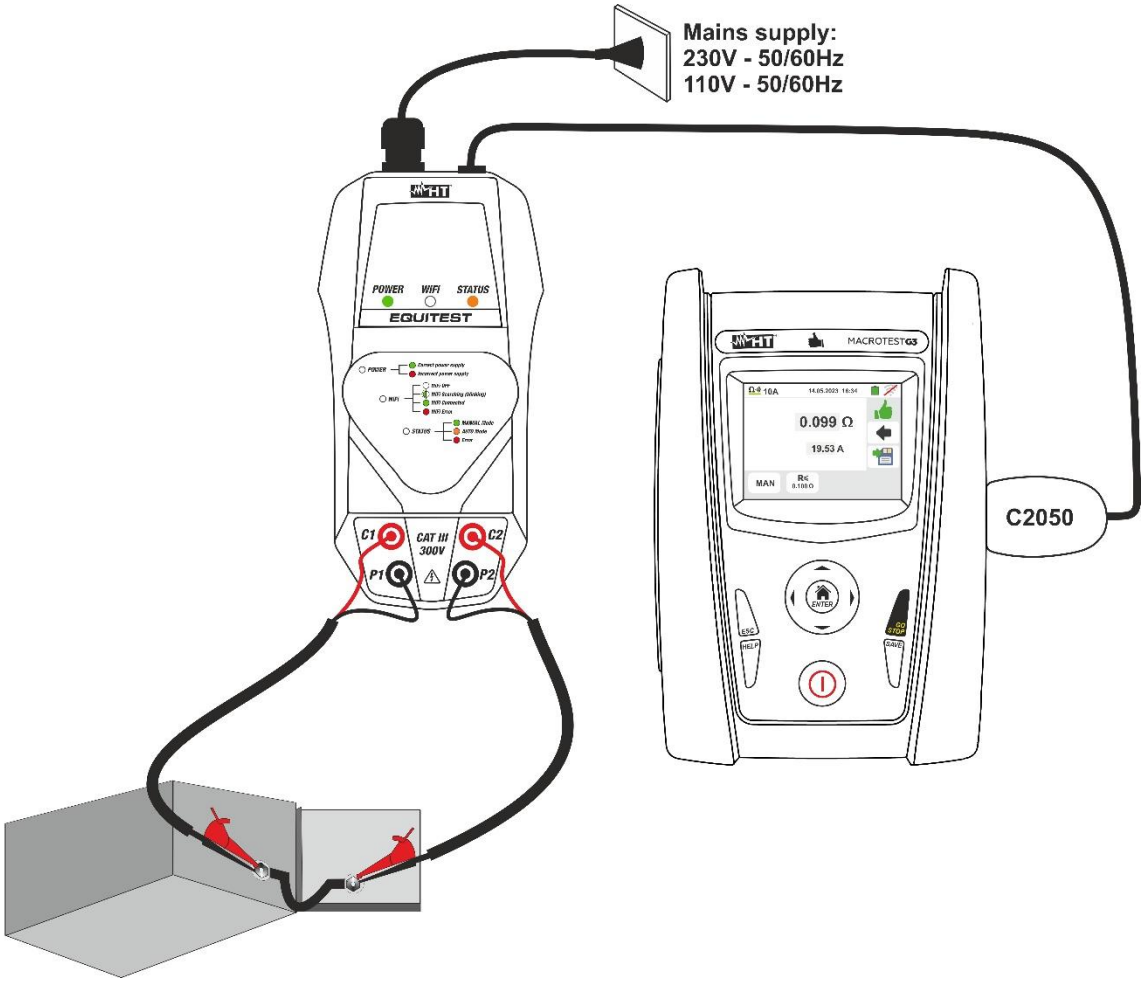

Fig. 36: Medição de Continuidade de condutores de proteção com acessório EQUITEST
5. Conecte as garras jacaré ao condutor a ser testado (para todos os detalhes, consulte o manual do usuário do acessório EQUITEST) conforme mostrado na Fig. 36